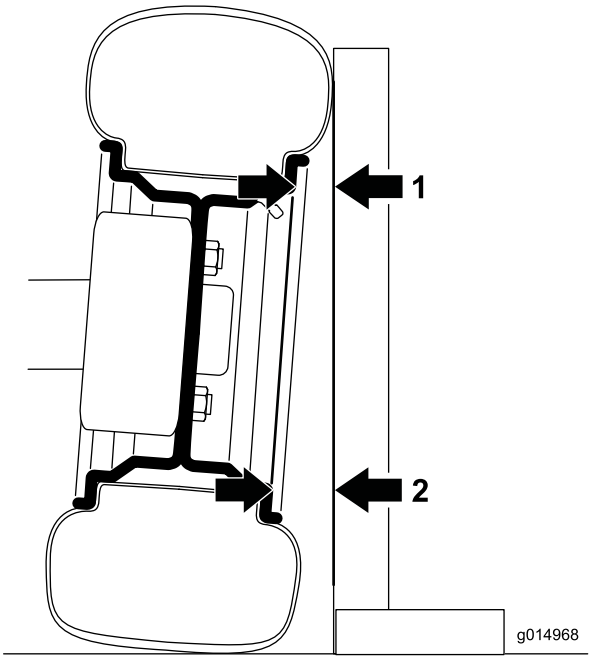

Figur 41
1. Kontroller hældningen ved at placere en 90-graders firkant på jorden, således at den lodrette kant berører dækkets forside (Figur 41).
2. Mål fra det samme sted på fælgen på toppen og bunden af dækket til firkanten (Figur 41).